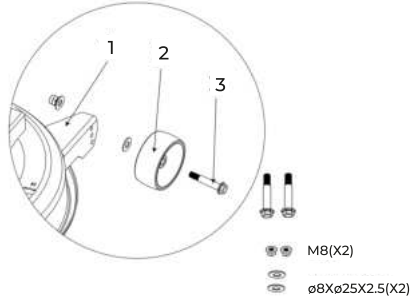

Рис. 12
6.11. Установка противоскользящих колёс (рис. 12)
• Установите противоскользящие колёса(рис. 12, поз 2) на корпус рамы (рис. 12, поз 1) с помощью болта (рис. 12, поз 3) и шайбы (ø8Xø25X2.5), гайки (M8). Проделайте аналогичную операцию с другой стороны.